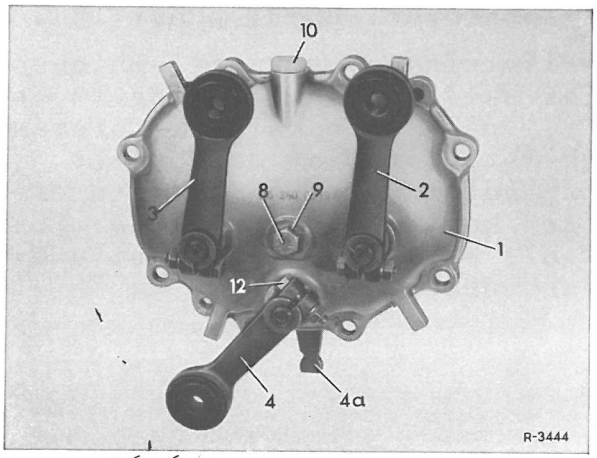

Fig. 26-6/1
1 Klembolten (12) løsnes, og skiftearmene (2), (3) og (4) trækkes af (fig. 26-6/1).
2 Akselsikringerne (5) trykkes af skifteakslen og aftages sammen med skiverne (6) (fig. 26-6/3).